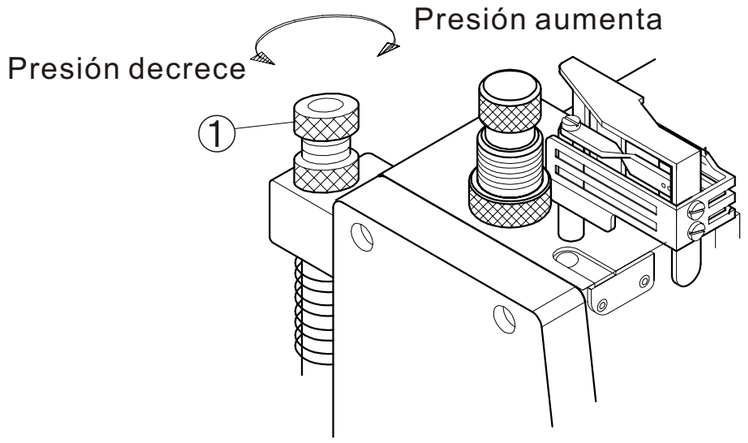

Fig. 24
(2) Afloje un poco el tornillo 5. y ajuste la barra conector 6 para hacer que la distancia desde el tornillo 7 al fondo del hueco circular de la barra conector 6 sea de 0.5 mm. Después, ajuste fuertemente el tornillo 5.
3. Ajuste la presión del rodillo superior. Mientras gire el tornillo ajustable de presión 1 al lado de las agujas del reloj,la presión aumentara, si lo mueve al lado contrario la presión decrecerá. (Fig. 24)